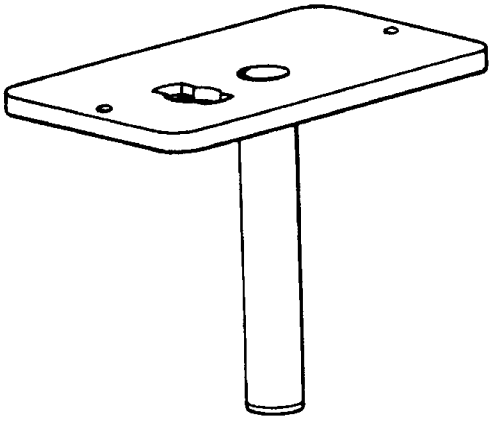

Figure 2. No. 6799969 Accessory Main Drive Shaft Protector
d. If 6799969 main drive shaft protector is mounted on housing, remove it to gain access to the scavenge pressure relief valve and main drive shaftgear and bearing. (See figures 2 and 3.)